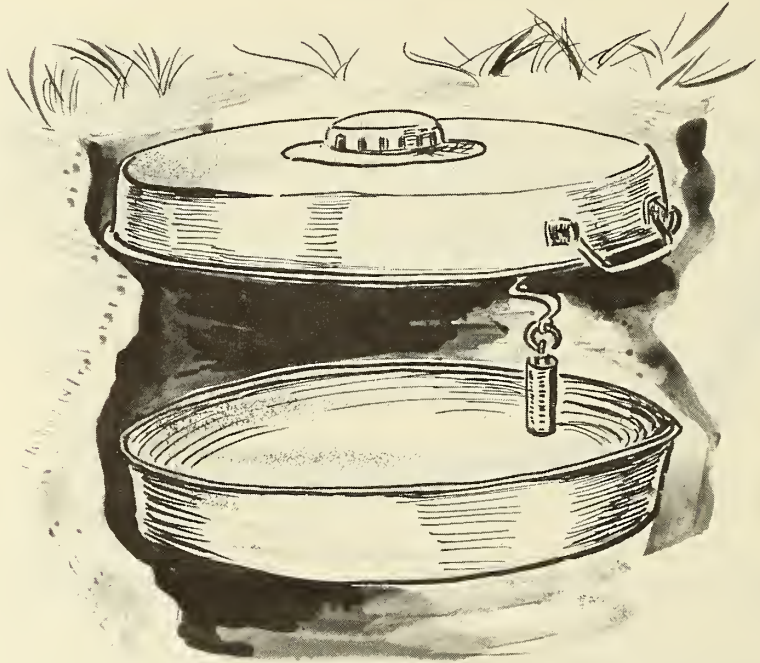

Figure 13
b. One of the most common uses of explosive boobytraps is with mines. When mines are being cleared, each one must be checked for boobytraps. This involves searching for various devices that could possibly detonate a mine and that are in addition to the main fuzes (figures 13, 14).